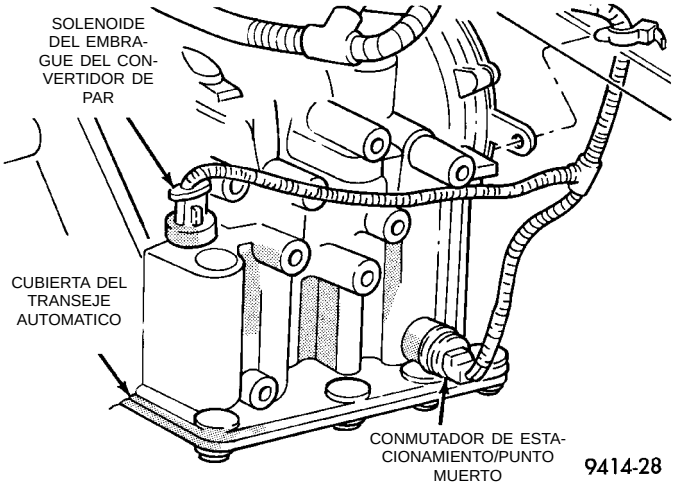

Fig. 72 Conmutador de estacionamiento/punto muerto y solenoide del embrague del convertidor de par
(21) En los vehículos con transeje automático, verifique las conexiones eléctricas del conmutador de estacionamiento/punto muerto y el solenoide del embrague del convertidor de par (Fig. 72).